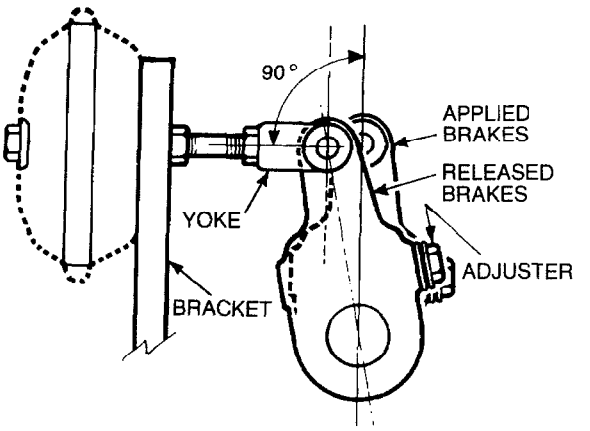

Figure 18 — Slack Adjuster — Adjustment
40. The wormshaft meshes with the worm gear which is connected to the brake cam, so by turning the worm gear the brake cam spreads the shoes and compensates for lining wear. The slack adjuster screws must be locked after adjustment and the adjuster must be just over 90 degrees to the brake chamber push rod when the brakes are applied (see Fig. 18).